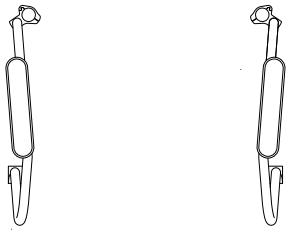

fig. 14
6. Viceversa, posizionando le fascette stringitubo più all'esterno, la larghezza posteriore della seduta aumenta (fig. 14).